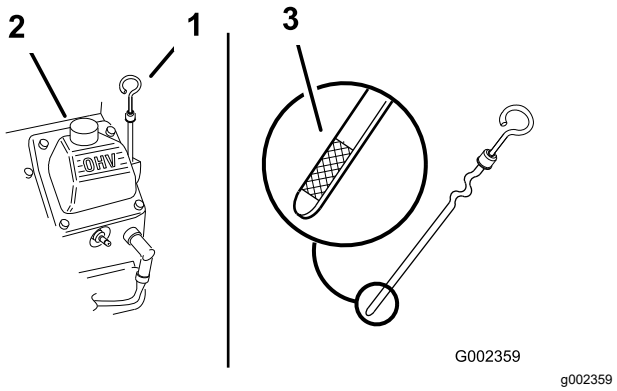

**Figure 44**
2. Clean around the oil dipstick (Figure 44) so dirt cannot fall into the filler hole and damage the engine.
3. Remove the dipstick, wipe it clean, and install until it is fully seated (Figure 44).
The oil level should be between the “F” full and “L” low marks on the dipstick (Figure 44).
5. If the oil level is below the “L” low mark, remove the filler tube cap (Figure 44) and add the specified oil until the level reaches the “F” full mark on the dipstick.